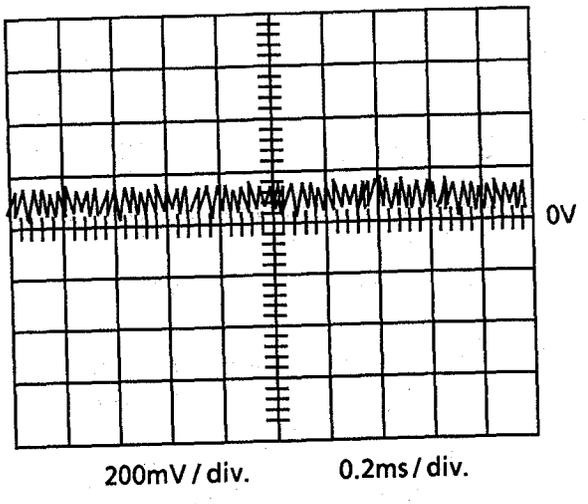

Figure. 1
1) Connect an oscilloscope to TP 6(FE) and TP 3(GND).
3) Adjust R603(F.GAIN ADJ.) so that the waveform becomes below figure 1 .